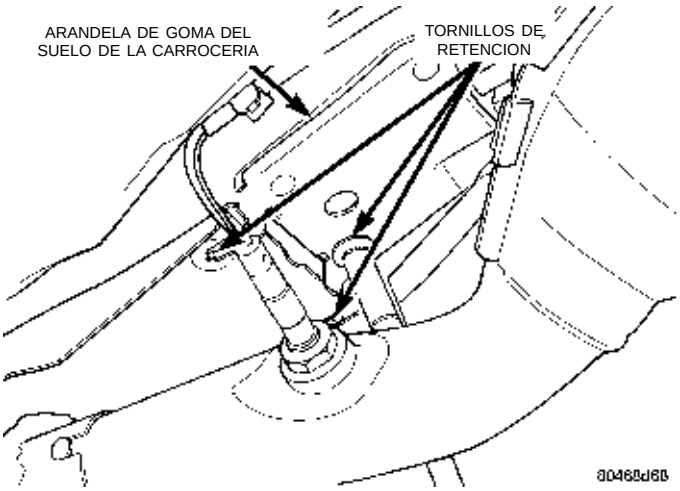

Fig. 14 Tornillo de retención de la arandela de goma (Bajos de la carrocería)
(10) Desconecte los cables de cambios del cambiador. Haga palanca con igual fuerza sobre ambos lados de los casquillos aislantes del cable de cambios con el fin de no dañar dichos casquillos.
(11) Levante el vehículo con un elevador. Retire el tornillo autorroscante que fija la placa de la arandela al protector contra el calor de los bajos del vehículo y al suelo de la carrocería (Fig. 14).
(12) Separe los cables de los collarines de soporte de los mismos en el túnel encima del catalizador de escape.